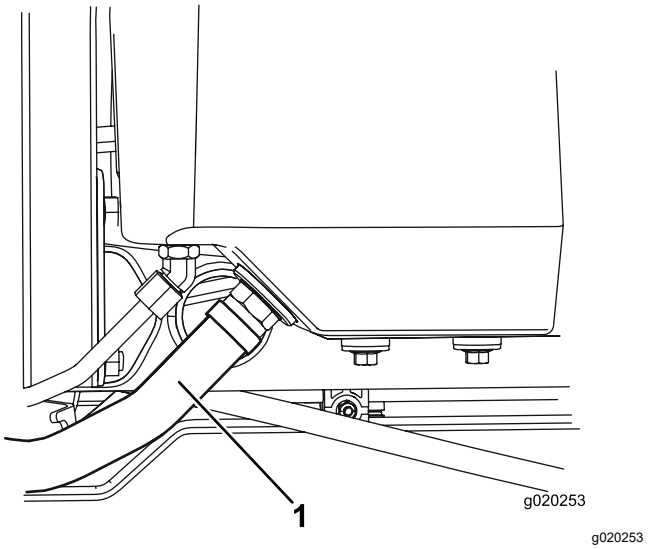

**Figur 94**
2. Koppla bort den stora hydraulslangen (Figur 94) från tanken och låt hydraulvätskan rinna ut i ett avtappningskärl.